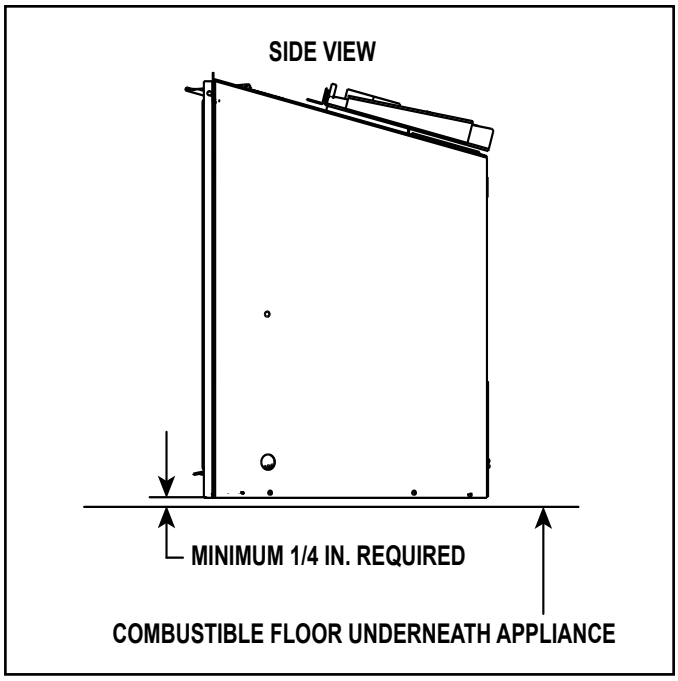

Figure 3.5 Solid Fuel Floor Clearance
- A minimum 1/4 inch gap from the bottom of the appliance to the metal floor of the solid fuel firebox is **REQUIRED.** See side view in Figure 3.5.